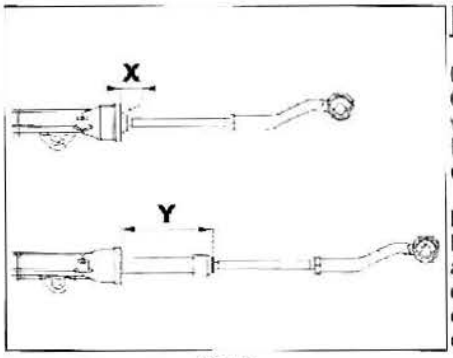

FIG. 4
- Medir la cota X **(fig. 4)**.
- la abrazadera (2)
- una abrazadera nueva (1).